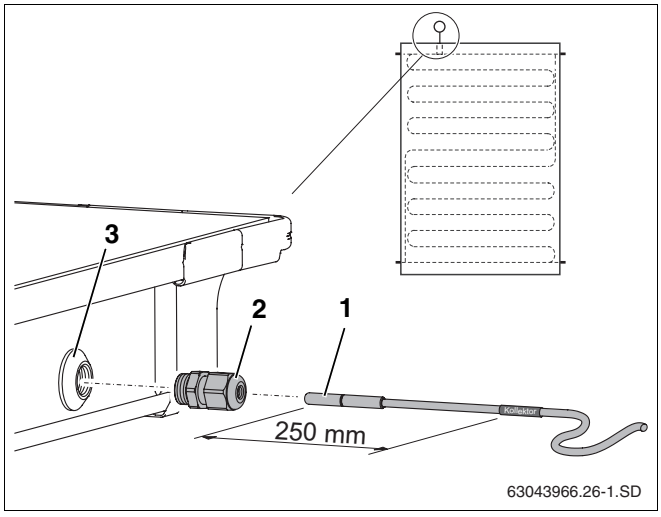

Abb. 51 Kollektorfühler in den Kollektor schieben
Für die einwandfreie Funktionstüchtigkeit der Solaranlage ist es notwendig, dass der Kollektorfühler (Abb. 51, **Pos. 1**) bis zum Anschlag (entspricht ca. 250 mm) in das Fühlerleitrohr eingeschoben wird.
- Mit dem Kollektorfühler oder Schraubendreher die Dichtungsschicht der Fühlerdurchführung (Abb. 51, **Pos. 3**) durchstoßen.
- Klemmverschraubung (Abb. 51, **Pos. 2**) in Fühlerdurchführung eindrehen.
- Klemmverschraubung (Abb. 51, **Pos. 2**) festziehen, ggf. gegenhalten.
Haben Sie die Fühlerdurchführung (Abb. 51, **Pos. 3**) eines falschen Kollektors durchstoßen, ist diese mit dem Stopfen aus dem Anschlusssatz abzudichten. Zuvor müssen Sie mit Hilfe der Kabelverschraubung (Abb. 51, **Pos. 2**) die in der Fühlerdurchführung befindliche Mutter entfernen.